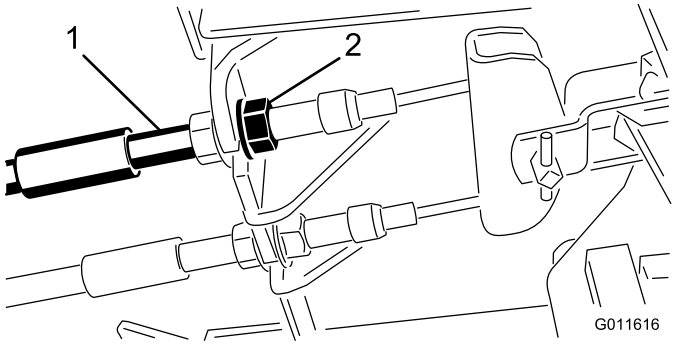

Figur 55
1. Hvis du vil redusere frigangen til bremsepedalene, strammer du bremsene ved å løsne den fremre mutteren på bremsekabelens gjengeende (Figur 55).